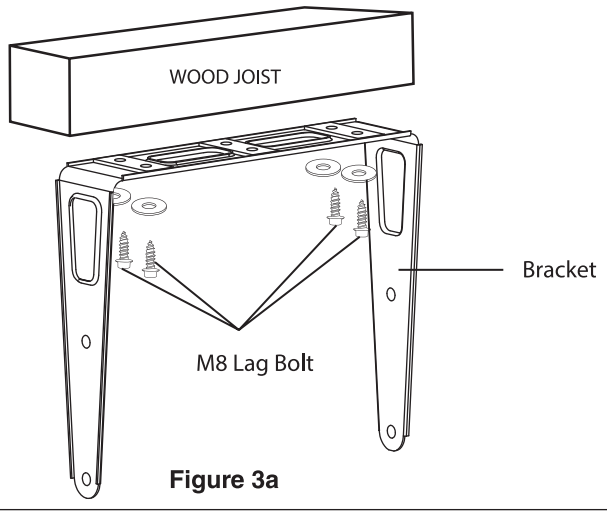

Figure 3a
A. Mount the bracket with the **solid wood joist**. Refer to **Figures 3a**.
2. Place the **M8 Lag Bolt(s)** as shown in the **Figures 3a**.